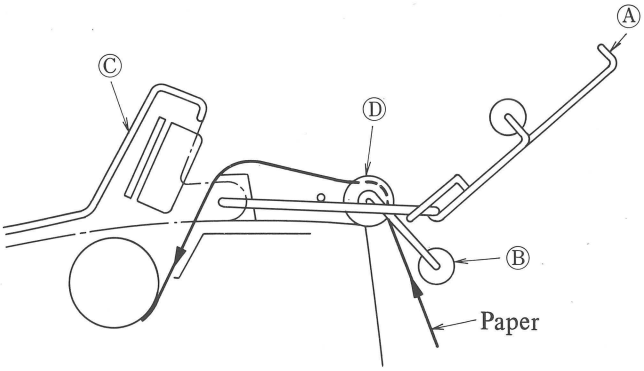

Fig. 2
3. Push the paper end all the way in to the bottom of the platen. (Fig. 2)